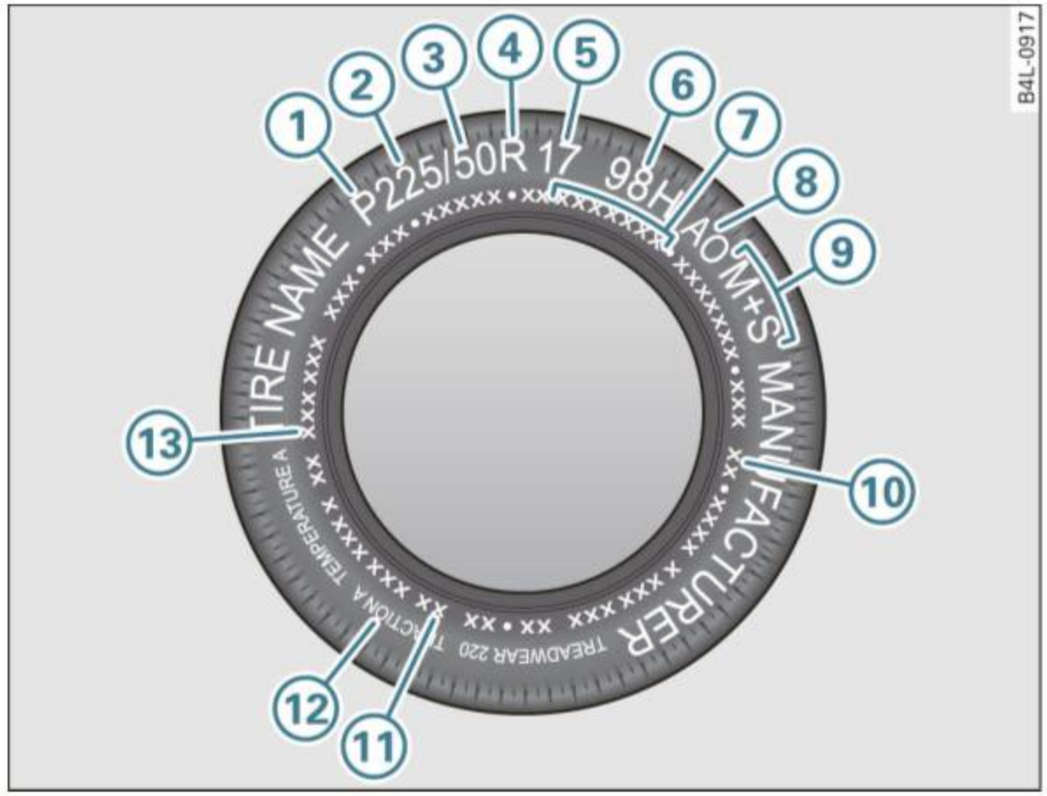

Fig. 177 Tire specification codes on the sidewall of a tire
– Check the tire sidewall (⇒ *page 254,* fig. 177) to determine the designated load rating for a specific tire. ■
Federal law requires tire manufacturers to place standardized information on the sidewall of all tires ⇒ *page 254*, fig. 177. This information identifies and describes the fundamental characteristics, the quality grade of the tire and also provides a tire identification number for safety standard certification and in case of a recall.